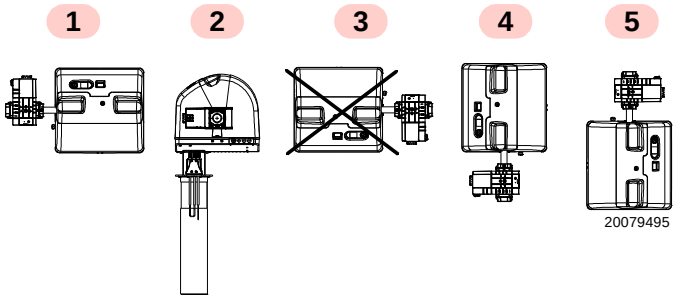

Fig. 7
- The burner is designed to operate only in positions **1**, **2**, **4 and 5** (Fig. 7).